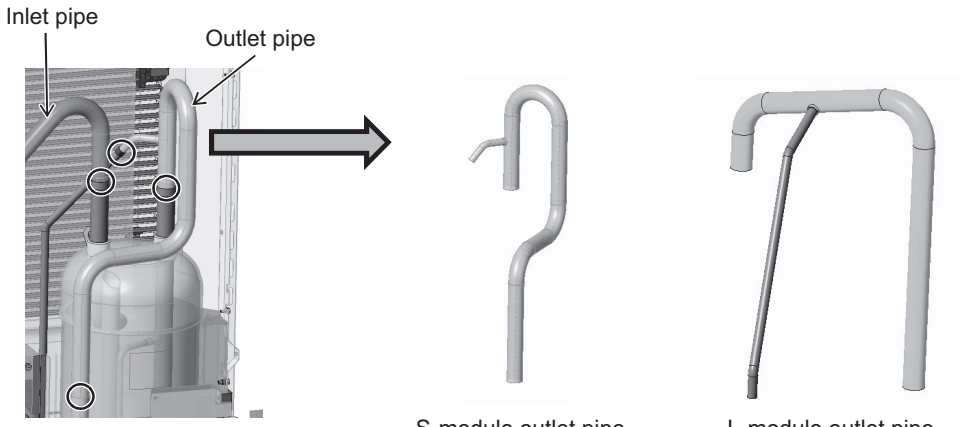

Figure 7
(8) Remove the braze at the four areas on the accumulator inlet and outlet pipes shown in Figure 7.